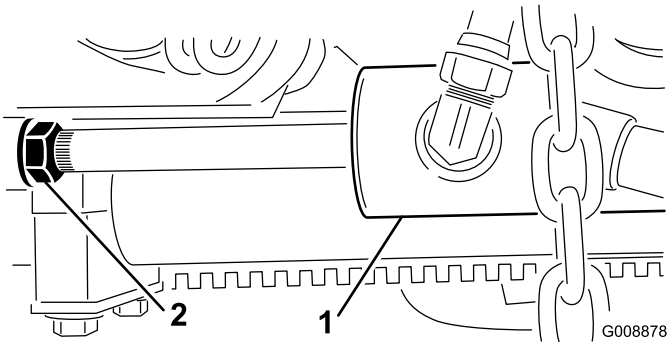

**Figur 27**
B. Drej kontramøtrikken på cylinderen tilbage (Figur 27).